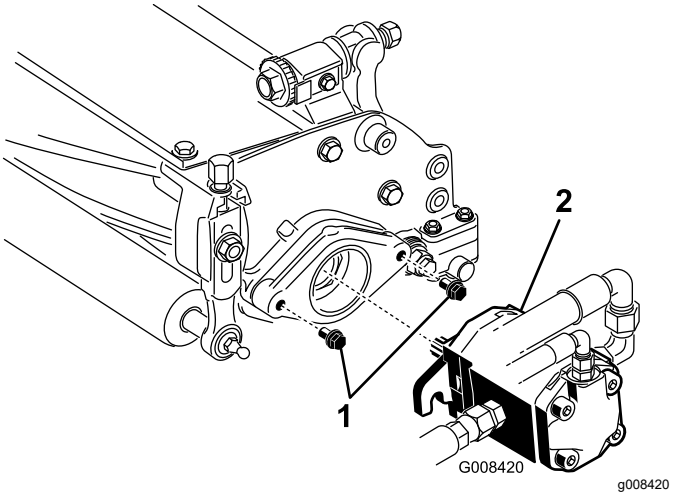

**Figuur 8**
7. Laat ongeveer 13 mm draad uitsteken op de montagebouten van de aandrijfmotoren (Figuur 8).
8. Breng een laagje schoon smeervet aan op de sleufas van de motor en monteer de motor door de motor rechtsom te draaien, totdat de motorflenzen de tapeinden niet meer raken. Draai de motor linksom totdat de flenzen om de steunbouten zitten (Figuur 8).
9. Draai de montagebouten vast (Figuur 8).